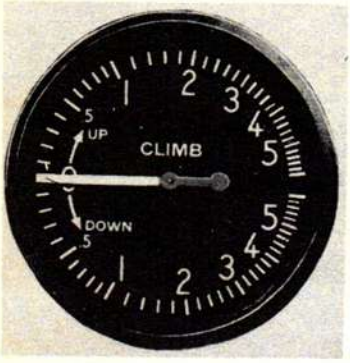

Figure 5-1-6.
**The vertical speed indicator.** This instrument (fig 5-1-6), commonly referred to as rate-of-climb indicator, is pressure activated and indicates the rate of ascent or descent of the aircraft.